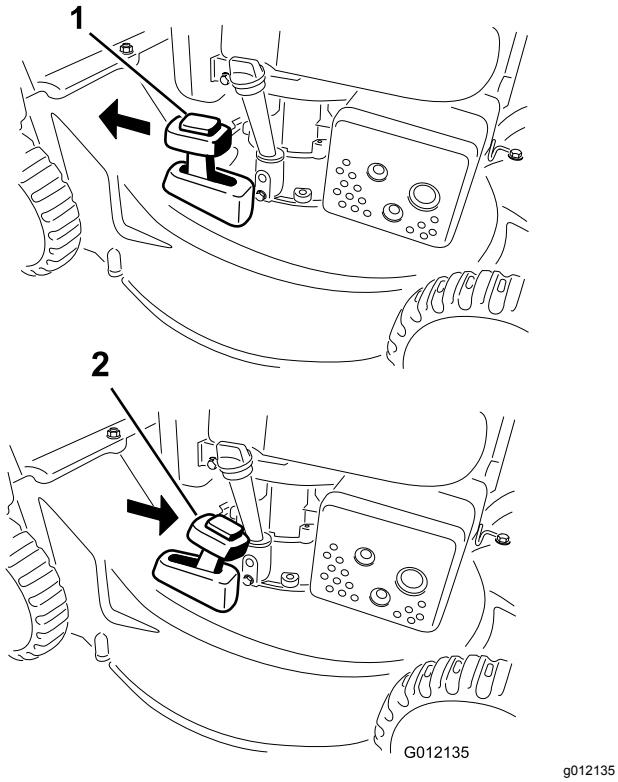

Figuur 16
Om het maaisel te recyclen, zet u de grasvanghendel in de RECYCLESTAND (Figuur 16).
2. Plaats de grasvanger; zie Montage van de grasvanger (bladz. 11) en zet de grasvanghendel in de GRASVANGSTAND zoals getoond in Figuur 16.
Opmerking: Als de grasvanger op de machine zit, moet u die verwijderen alvorens de achteruitworp te gebruiken; zie De grasvanger verwijderen (bladz. 12). De grasvanghendel moet in de GRASVANGSTAND staan zoals getoond in Figuur 16.